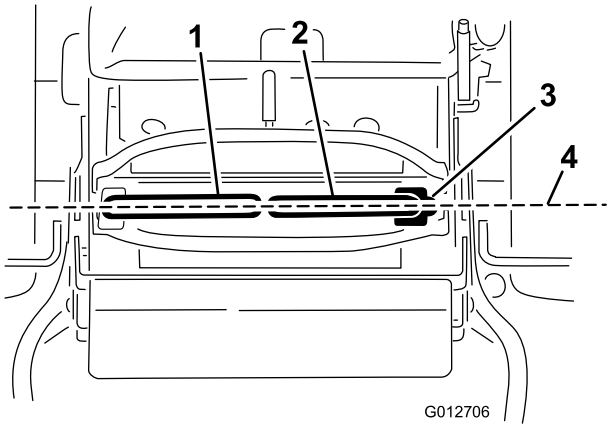

**Figuur 72**
**Belangrijk: Controleer of de sporing van de maaier juist is nadat u de rijhendels hebt versteld. De sprong aanpassen en de uitlijning voor/achter van de rijhendels is dezelfde procedure (Figuur 72).**
1. Nadat de horizontale uitlijning is voltooid, moet u de uitlijning voor-achter controleren door de rijhendels naar voren te duwen om eventuele speling in de overbrenging van de rijhendels te verhelpen (Figuur 72).